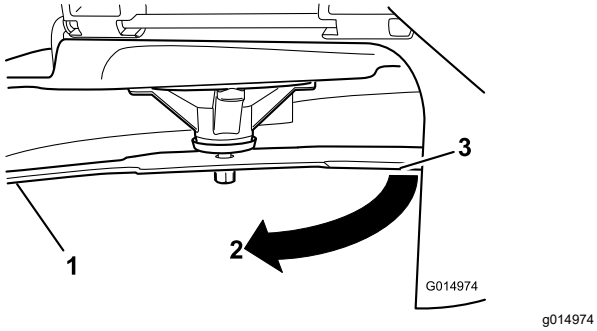

Rysunek 66
3. Zmierzona odległość między ostrzem a powierzchnią (A)
4. Obróć to samo ostrze o 180 stopni tak, aby w pozycji mierzenia znalazła się przeciwległa krawędź tnąca (Rysunek 66).